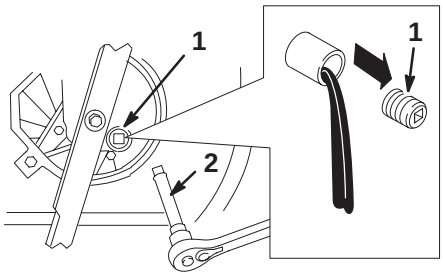

Figure 19
5. Remove the oil drain plug, return the lawn mower to its operating position, and allow the oil to drain into the drain pan (Fig 19).